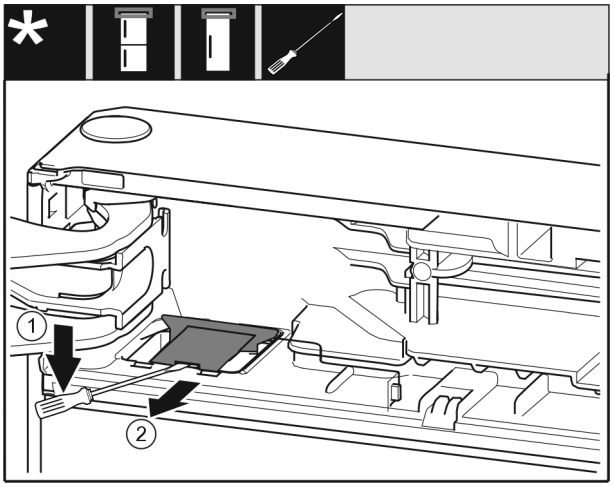

Fig. 12
▶ Cu o șurubelniță plată deblocați capacul *Fig. 12 (1)*.
▶ Îndepărtați capacul *Fig. 12 (2)*.